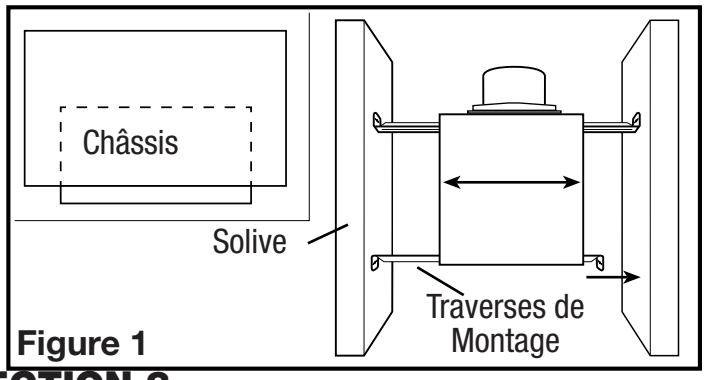
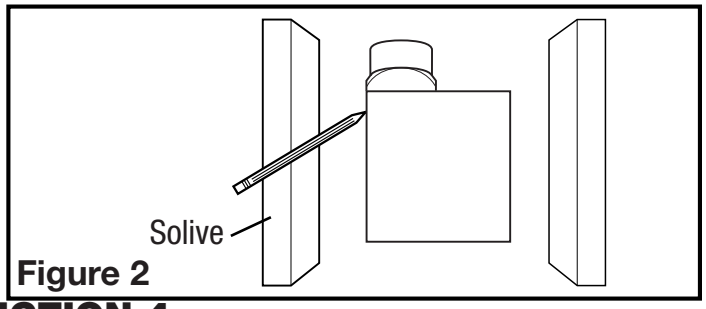

Figure 1
Figure 2
1. Installez les rails dans le canal de montage sur le boîtier. Centrez le canal de montage dans les fentes sur le boîtier, puis de l'intérieur du boîtier, serrez les écrous montage de sorte que le canal soit bien en place. Placez le boîtier à côté de la solive. Aligner le châssis pour qu'il soit de niveau avec le plafond fini. Fixez les extrémités des rails aux solives avec des vis ou des clous (non inclus) et glissez le boîtier dans la position finale **(Figure 1).**
1. Placer le boîtier en place entre les solives et tracez un contour sur le matériel du plafond **(Figure 2).** Mettez le boîtier de côté et découpez l'ouverture, en faisant attention de ne pas couper ou endommager les installations électriques ou d'autres utilités masquées. Installez les rails dans le canal de montage sur le boîtier. Centrez le canal de montage dans les fentes sur le boîtier, puis de l'intérieur du boîtier serrez les écrous de montage de sorte que le canal soit bien en place. Positionnez le boîtier dans le trou préalablement découpé de sorte qu'il soit aligné avec le plafond fini. Fixez les extrémités des rails aux solives **(Figure 1).**